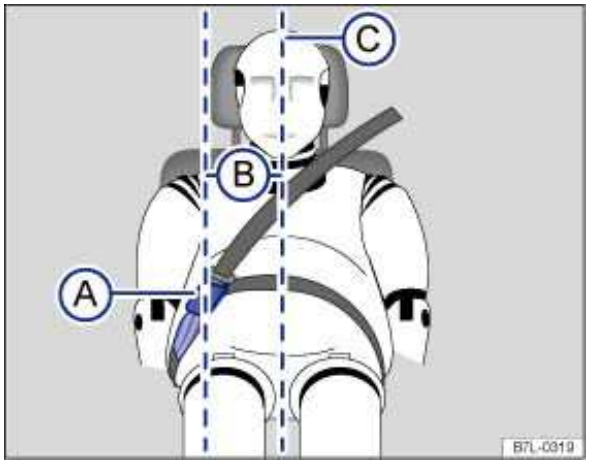

Fig. 61 Positioning of the safety belt extender.
Key to fig. 61:
- **Never use a safety belt extender if the distance (B) between the front edge of the safety belt extender buckle (A) and the centerline of the person using the safety belt extender**
⇒ fig. 61 (C) is less than 6 inches (15 cm).